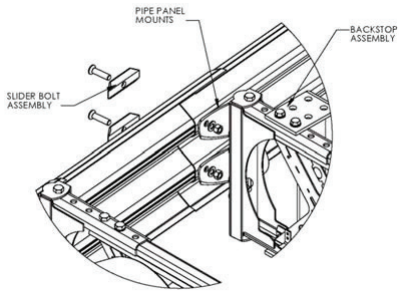
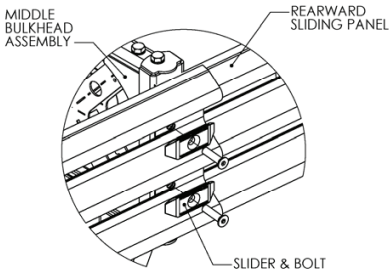

Figure 22. Attach Rear Panel
Figure 23. Attach Side Panels
Install the panels from back to front staggering from each side. Place the End Panels first. While holding the End Panel in place, lap the forward Sliding Panel over it and bolt through the slot, End Panel, and Pipe Panel Mount (Figure 22). Leave the nuts of the Slider Bolts loose and perform on both sides. Lap the next forward Sliding Panel and bolt through the slot, hole set in rearward Sliding Panel, and bulkhead. Leave the Slider Bolt nuts loose and progress forward alternating sides (Figure 23). If the bay requires nested panels, perform procedure with (2) panels, one nested inside the other.